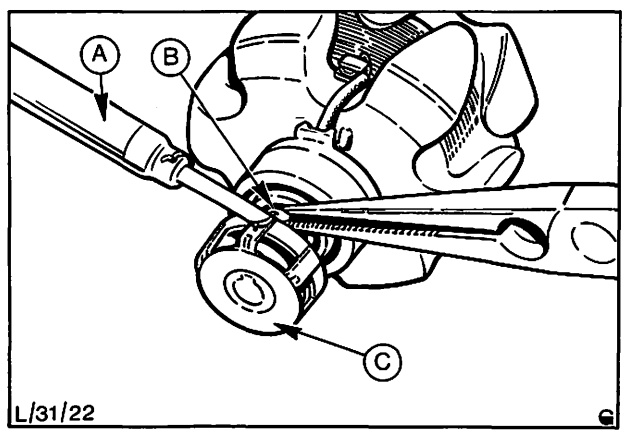

Abb. 63 Schleifringanschlüsse verlöten
25. Schleifring auf die Läuferwelle schieben und Schleifringanschlüsse verlöten. Abb. 63.